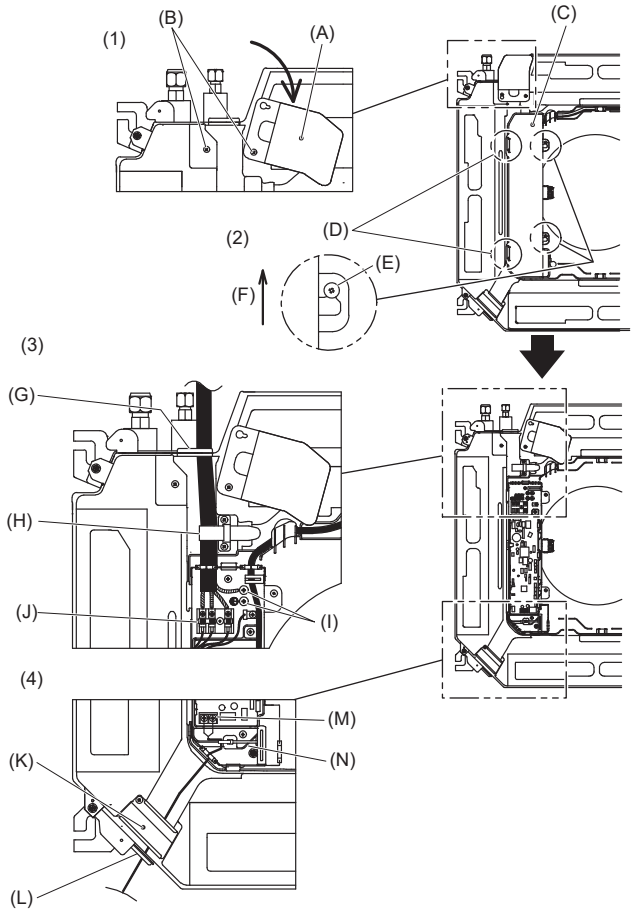

Abb. 6-1
6.1. Innenanlage (Abb. 6-1)
1. Die beiden Befestigungsschrauben der Kabelblende lösen und dann die Kabelblende drehen. [Abb. 6-1 (1)]
2. Die beiden Befestigungsschrauben des Elektrokastendeckels lösen und dann den Deckel verschieben. [Abb. 6-1 (2)]
3. Führen Sie das Netzkabel, das Verbindungskabel für Innen-/Außengerät und den Erdleiter durch die Verdrahtungseingänge in der Abbildung. [Abb. 6-1 (3)] Bringen Sie den Ummantelungsabschnitt des Netzkabels und des Verbindungskabels für Innen-/Außengerät im Elektrokasten unter.
4. Das Fernbedienungskabel durch die in der Abbildung gezeigten Verdrahtungseingänge führen und anschließen. [Abb. 6-1 (4), Abb. 6-3]